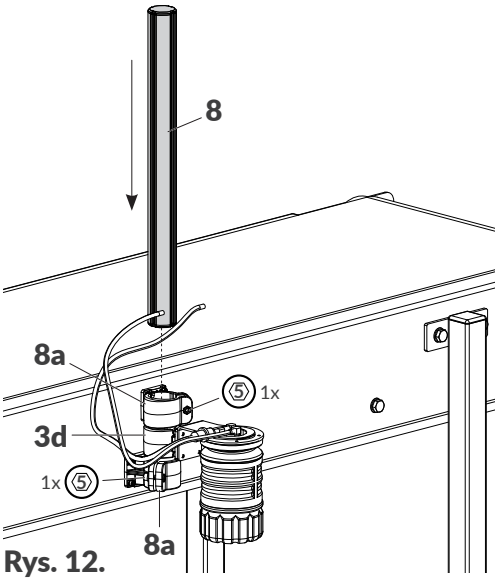

Rys. 12.
4. Umieść statyw główny **8** w uchwytach **8a** oraz w uchwycie systemu ściekowego **3d** wsuwając go zgodnie z ***Rys. 12***. Za pomocą kątowego klucza imbusowego o rozmiarze **5** dokręć odpowiednie wkręty wchodzące w skład uchwytów **8a** oraz **3d**, zaciskając uchwyty na statywie głównym **8**.